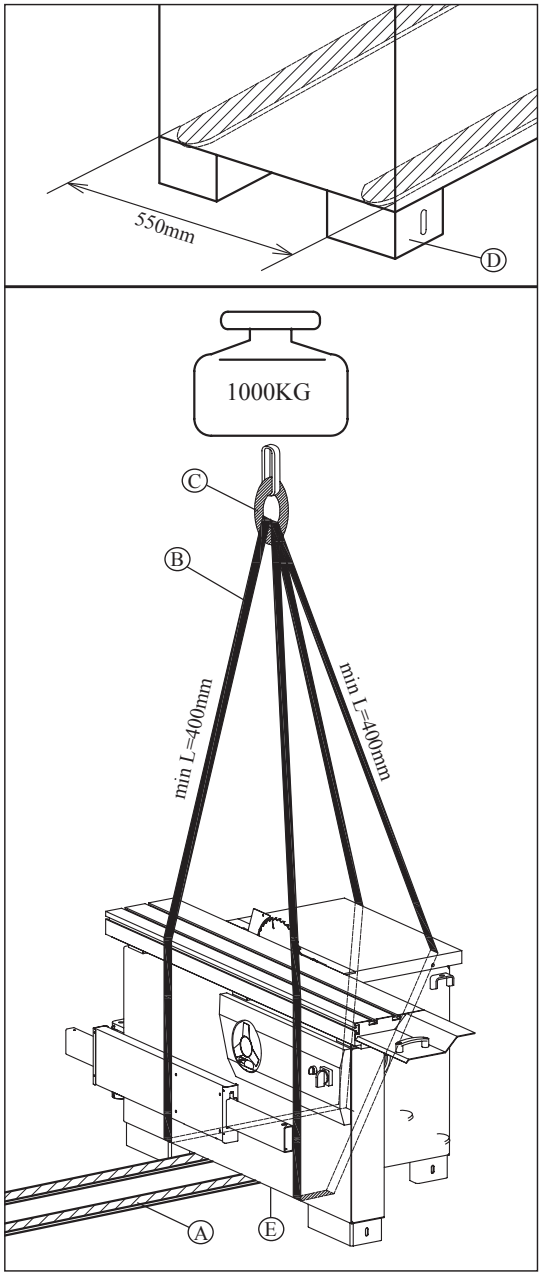

Rys.4.2
Podnosić maszynę można przy użyciu dźwigu bramowego lub samojezdnego wózka widłowego. Przed rozpoczęciem manewru uwolnić maszynę od wszelkich elementów transportowych i opakowaniowych. Sprawdzić, czy udźwig urządzenia dźwigowego jest wystarczający w stosunku do masy brutto danej maszyny Rys.4.2
- podnieść zawiesia i usytuować je jak na Rys.4.2